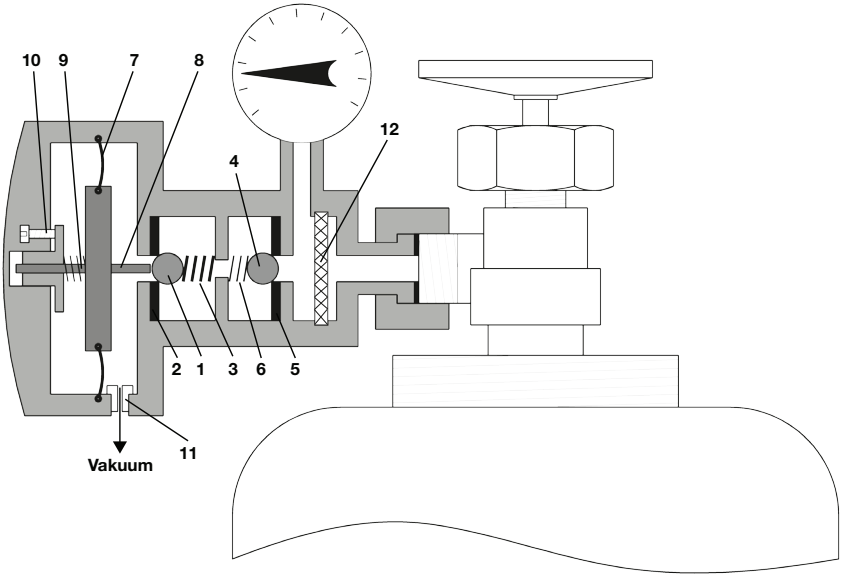

Abb. 1: Schnittbild C 2213
Im Ausgangszustand liegt die Kugel ① (siehe Abb. 1) auf dem Ventilsitz ②. Sie wird von der Schließfeder ③ und dem Chlorflaschendruck auf den Sitz gepresst und schließt das System. Nach Einschalten des Injektors (Wasserstrahl-Pumpe) baut sich ein Vakuum auf. Es bewirkt an der Arbeitsmembrane ⑦ des Vakuumreglers eine nach rechts gerichtete Kraft. Sie wird durch den Ventilstift ⑧ auf die Ventilkugel ① übertragen und lässt so Chlorgas in das Vakuumsystem eintreten. Bei Zusammenbruch des Vakuums fällt die Ventilkugel schlagartig auf den Ventilsitz zurück und stoppt den Chlorgasstrom.